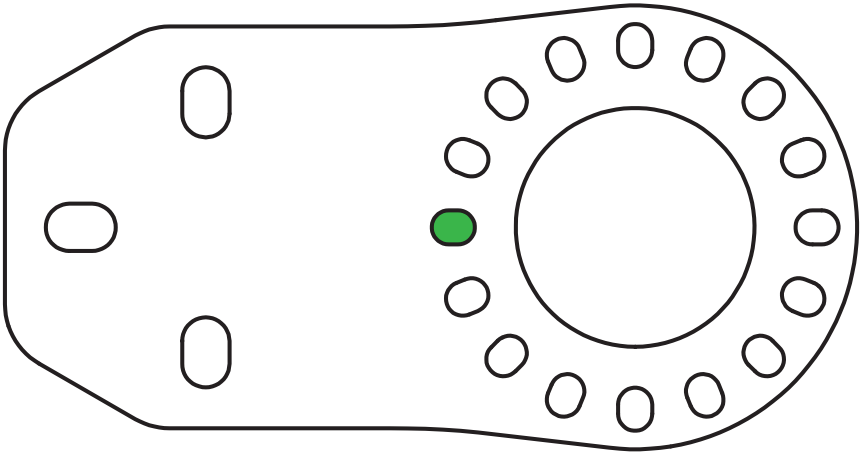

Figure 7 - Correct Bracket Hole for Pin on Top of Catch Can
3. Position the pin into the bracket hole shown in Figure 7.